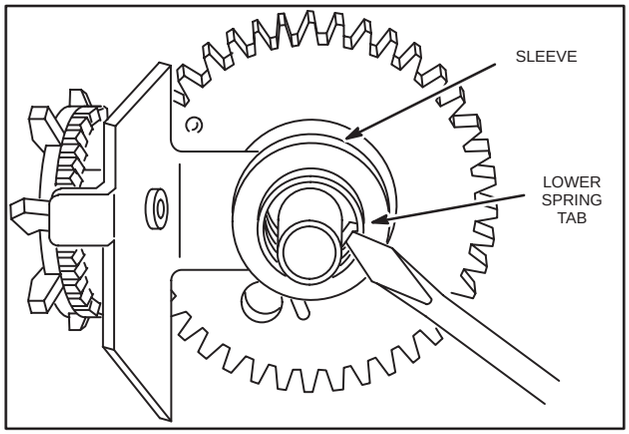

Fig. 159 – REMOVE CLUTCH SLEEVE
3. Use thin blade screwdriver or similar tool to pry lower clutch spring tab out of hole in clutch sleeve, Fig. 159.